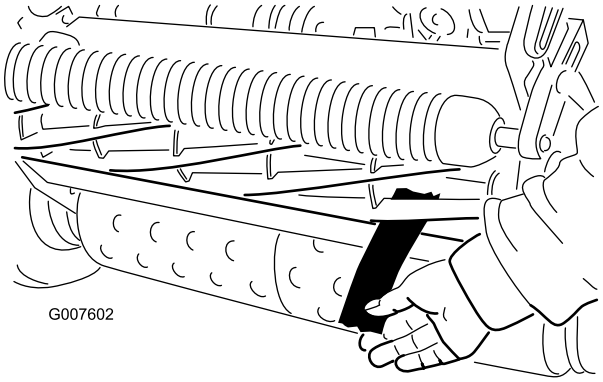

Figuur 47
12. Test de maaiprestaties door een lange strook maaitestpapier tussen het ondermes en de messenkooi te steken, loodrecht op het ondermes (Figuur 47). Draai de messenkooi traag naar voren. Het papier moet gesneden worden.